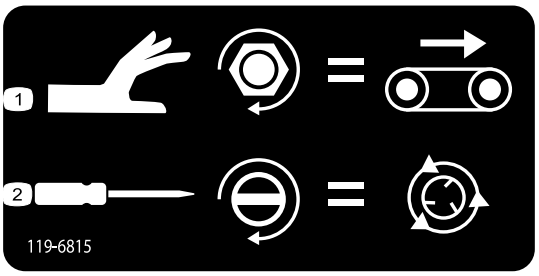

**Figur 44**
- Drej grebet med uret for at justere transportbåndets hastighed (Figur 44). Brug transportbåndets maksimale hastighed i det farvekodede betjeningssystem, når du ikke har noget hydraulikflow. Denne indstilling er nyttig, når tragtbeholderen er fyldt med sand.
- Juster spinderhastigheden (Figur 44) ved at bruge en fladhovedet skruetrækker til at forøge spinderhastigheden ved at dreje skruen med uret eller sænke spinderhastigheden ved at dreje skruen mod uret.